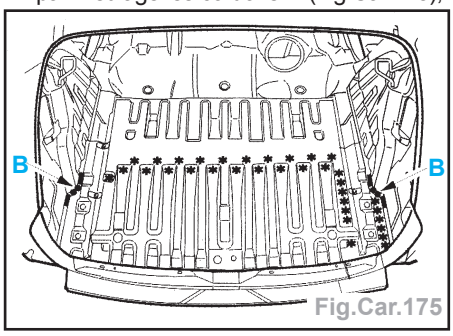

Fig.Car.175
• par meulage les cordons **B** (Fig.Car.175),